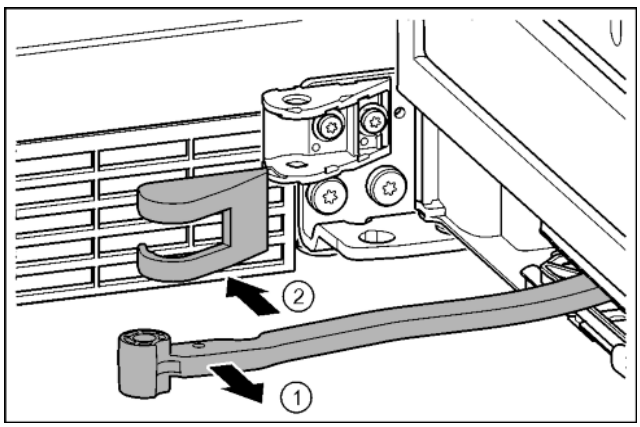

Fig. 18
▶ Otočte kloub směrem ke dveřím. *Fig. 18 (1)*
▶ Odstraňte kryt. *Fig. 18 (2)*